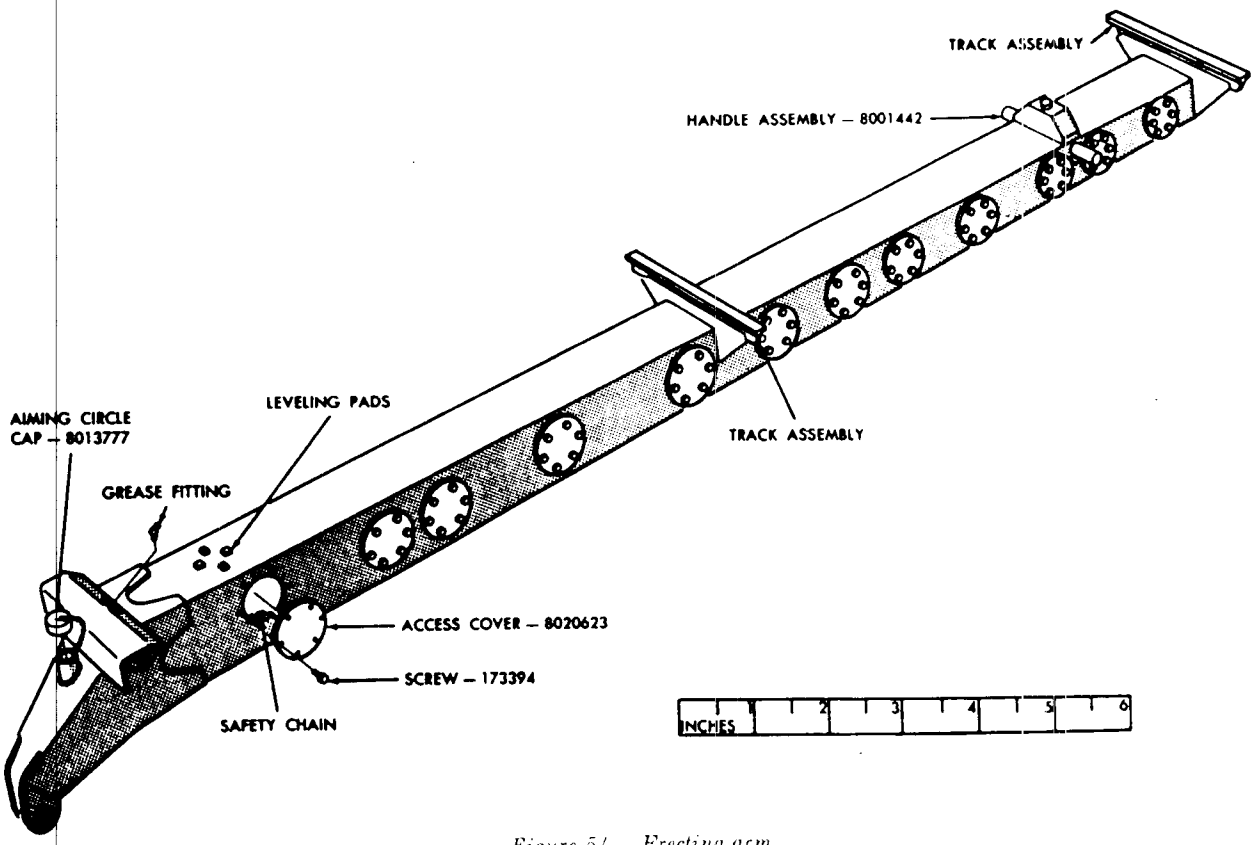

*Figure 54. Erecting arm.*
*e. Erecting Arm* (fig. 54). The hydraulically operated erecting arm erects the round on the transporting and handling rail and holds it in a near vertical position until the round is fired. It is a closed box-type structure which pivots vertically about a trunnion tube located at the aft end of the launcher base structure. It is actuated by an operating cylinder which derives its power from the hydraulic erecting power unit installed in the base of the launcher. T-section tracks are fastened transversely across the top of the erecting arm. These tracks receive the wheels of the launching and transporting rails. An automatic spring-loaded indexing pin, installed on the erecting arm, slips into a latch on the launching and transporting rail to aline the round on the erecting arm. When the launching and transporting rail is correctly positioned on the erecting arm, two locking pins on the transporting and handling rail engage two holes in the erecting arm. This holds the rail with the round attached to the erecting arm.